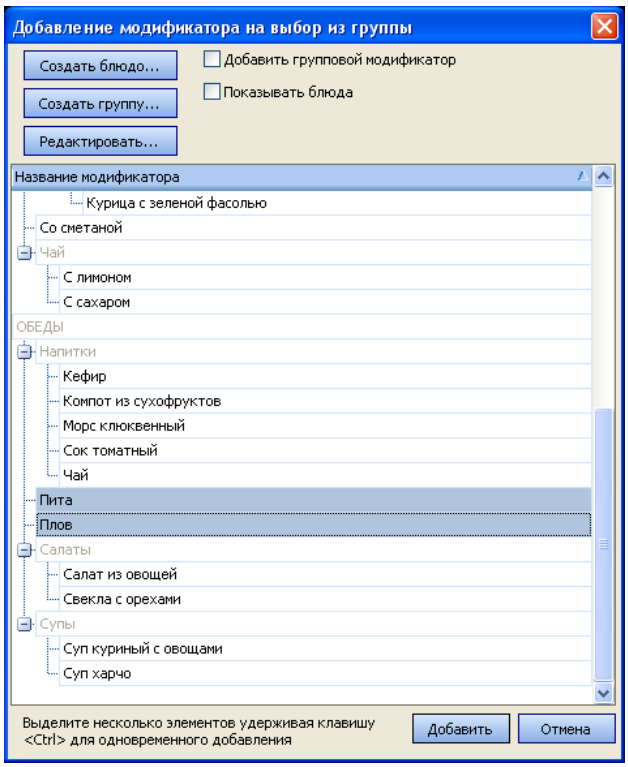

Рисунок 221 Окно Добавление модификатора на выбор из группы
2. В открывшемся окне представлен список созданных ранее модификаторов. По умолчанию предлагается выбрать простые модификаторы. С помощью клавиш <Shift> или <Ctrl> выделите элементы «Пита» и «Плов» и нажмите кнопку **Добавить** (см. Рисунок 221).